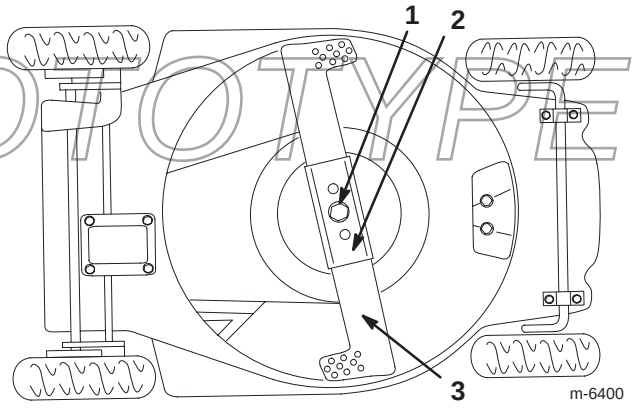

Figure 20
4. Tip the lawn mower on its **left** side (air filter up) (Fig. 20).
2. Remove the blade bolt, the lock washer, the blade, and the blade stiffener (Fig. 20).